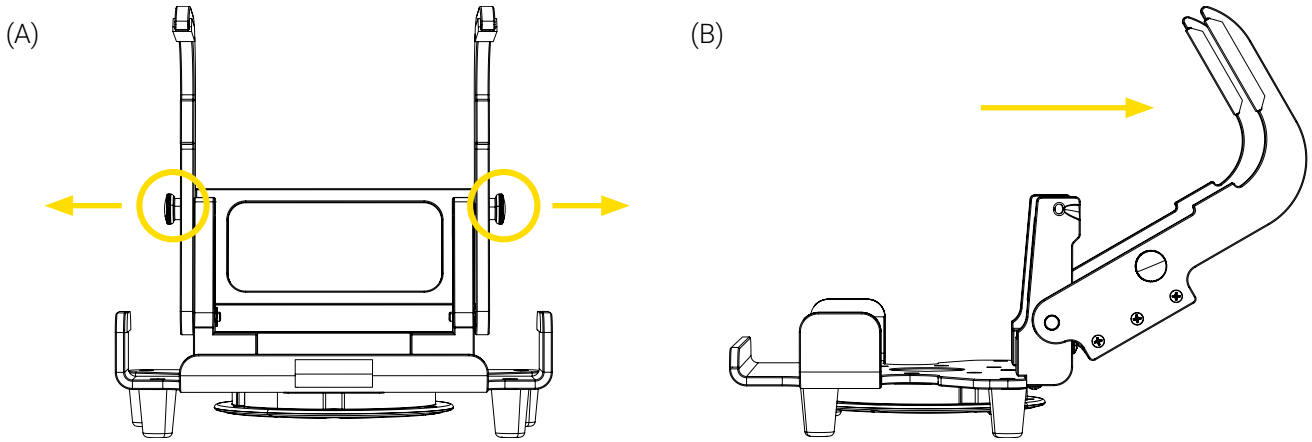

Figure 2: Déverrouillage/ouverture du support Bracket Pro Serie 60 - SD
1. Si le support est fermé (verrouillé), tirer and maintenir les deux (2) boutons à déclenchement rapide afin de désengager le système de verrouillage (Figure 2 A), puis le pousser vers l'arrière jusqu'à ce qu'elle finissent sa course (Figure 2 B).